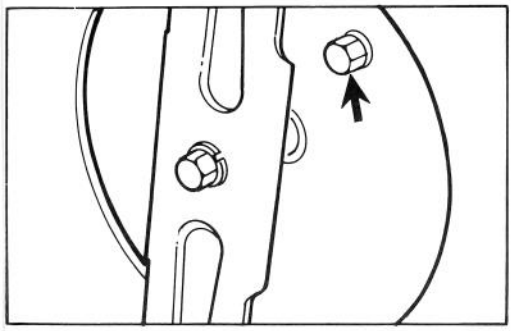

Abbildung 9
4. Um den Abflußstopfen herum sauberwischen. Den Bolzen mit einem Schraubschlüssel abnehmen (Abb. 9). Den Mäher langsam in seine normale Position aufrichten, damit Öl in den Auffangebehälter fließen kann.